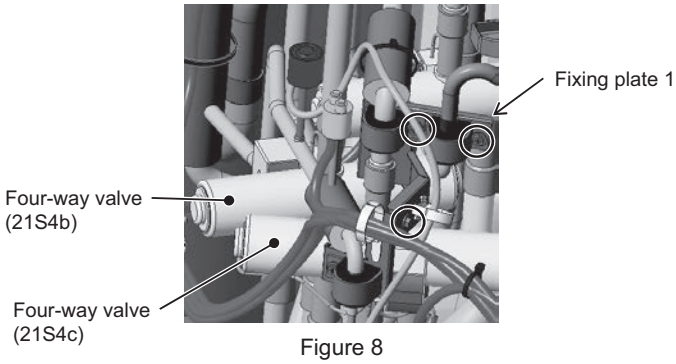

Figure 8
(1) Remove the front heat exchanger. Refer to 8-13-13 Maintenance Procedures for the Heat Exchanger <Type A/Type A1> for details.
(2) Remove the top, front, and right compressor covers. Refer to 8-13-8 Compressor Replacement Procedure <Type A> for details.
(3) Remove the fixing plate 1 above four-way valve (21S4c), saddle, and rubber spacer by unscrewing the three screws shown in Figure 8.